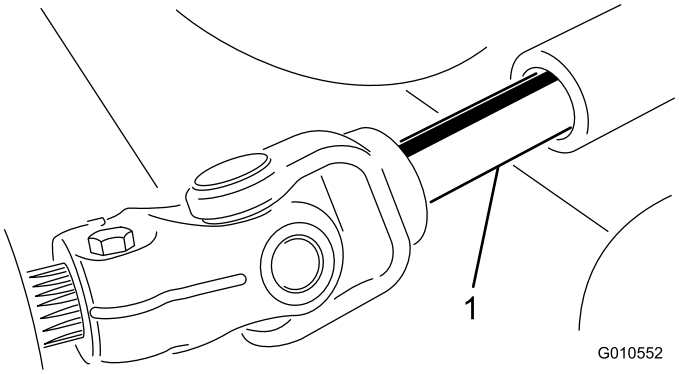

Figura 3
5. Pare el motor y separe la unidad de corte de la unidad de tracción separando las secciones macho y hembra del eje de la toma de fuerza (Figura 3).